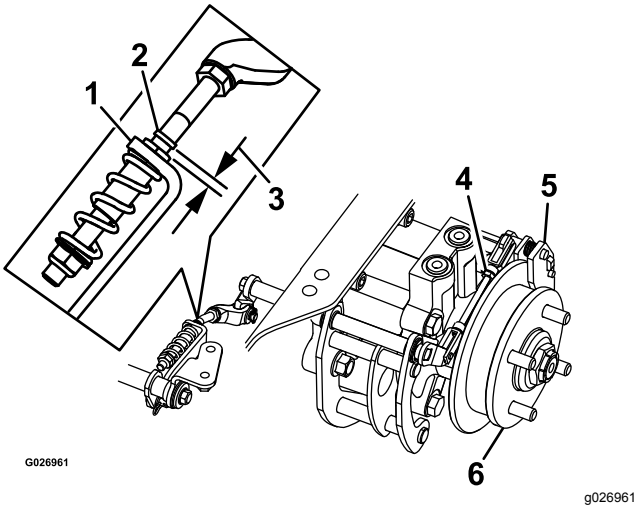

Figuur 70
8. Controleer of er ruimte zichtbaar is tussen de L-beugel en de aanslag van de koppeling (Figuur 70).